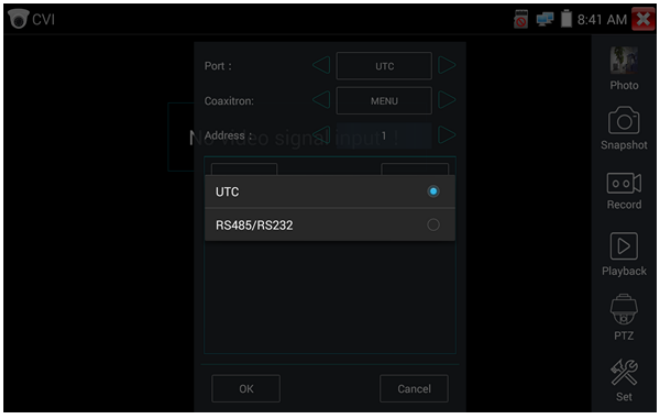

Рис. 100 Выбор UTC для управления PTZ камерой
2) Выберите в настройках PTZ порт (Port) – UTC – управление по коаксиальному кабелю (рис. 100) Значение MENU – вызывает OSD меню самой видеокамеры;